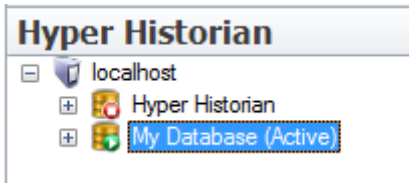

Figure L2.5 - Hyper Historian Active Database
11. Once the traffic light is green, you should notice that your database now has the notation of "**(Active)**" to the right of its name, as illustrated in Figure L2.5.